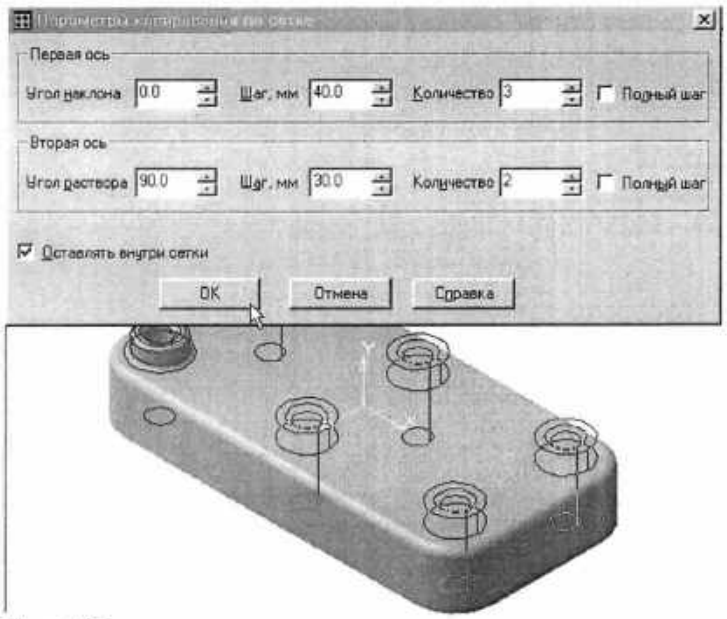

Рис. 127
6. Выполните копирование бобышек с отверстиями и скруглениями командой ***Копия по сетке***. Для этого активизируйте кнопку ***Копия по сетке***, установите параметры, показанные на рис. 127. На запрос системы ***Укажите операции – источники или отредактируйте параметры*** в Дереве построений активизируйте операции: ***приклеить, скругление (для бобышек), отверстие,*** рис. 127. После этого нажмите кнопку **ОК** в окне **Параметры копирования по сетке**. Деталь построена.